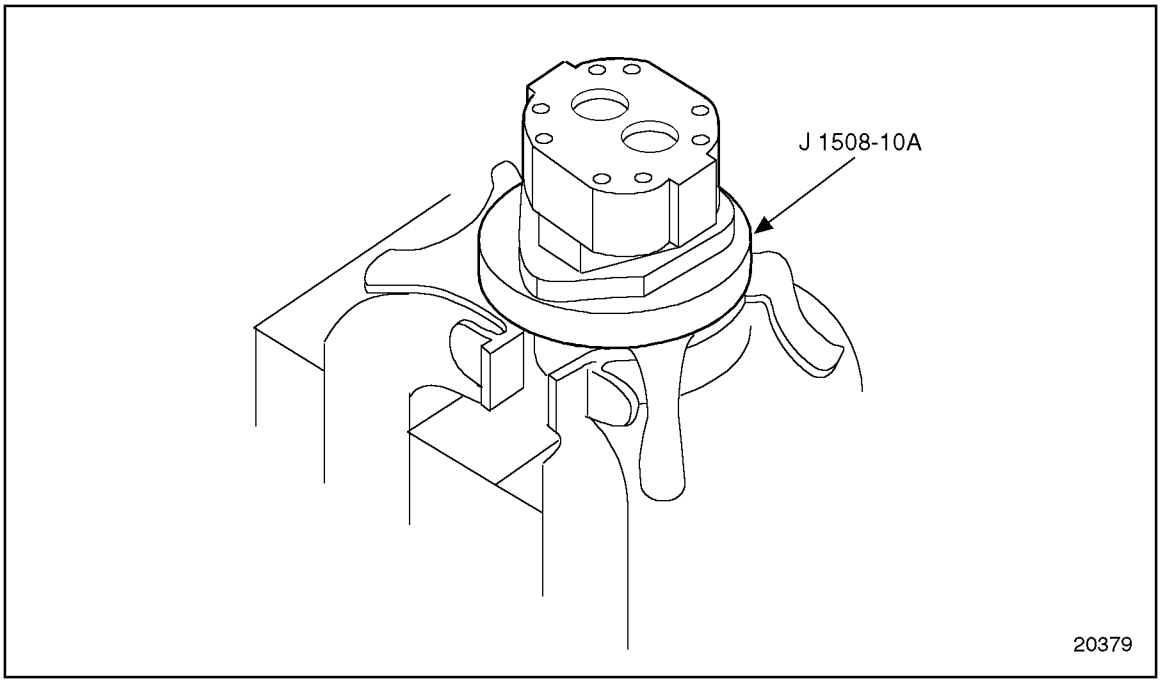

Figure 2-62 Fuel Pump Holding Fixture
3. Remove the pump from the vise and position pump on holding fixture J 38767-1, hub side down. See Figure 2-62. Clamp the holding fixture in the vise.